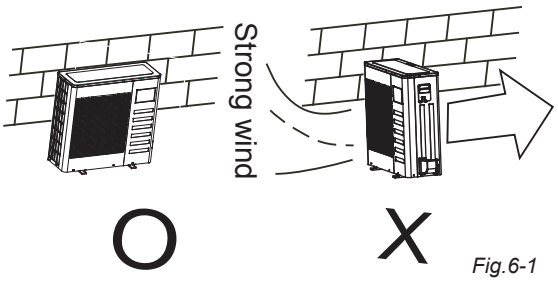

Fig.6-1
- In case the installation place is exposed to strong wind such as a seaside, make sure the fan operates properly by putting the unit lengthwise along the wall or use a dust shield.*(Refer to Fig.6-1)*